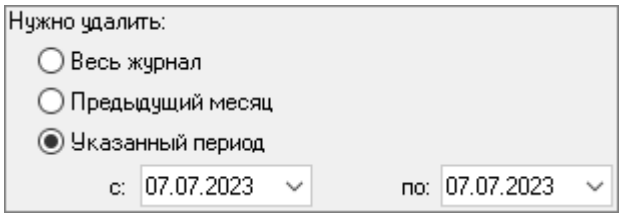

Рисунок 4-46 Выбор периода удаления данных
– выбрать период, данные за который будут удалены из выбранных журналов (см. Рисунок 4-46);